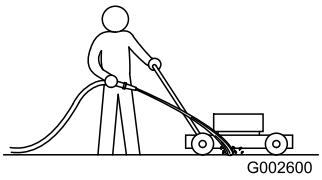

Figuur 34
1. Plaats de machine op een vlak, verhard oppervlak, laat de motor lopen en spuit een straal water voor het **rechter** achterwiel (Figuur 34).